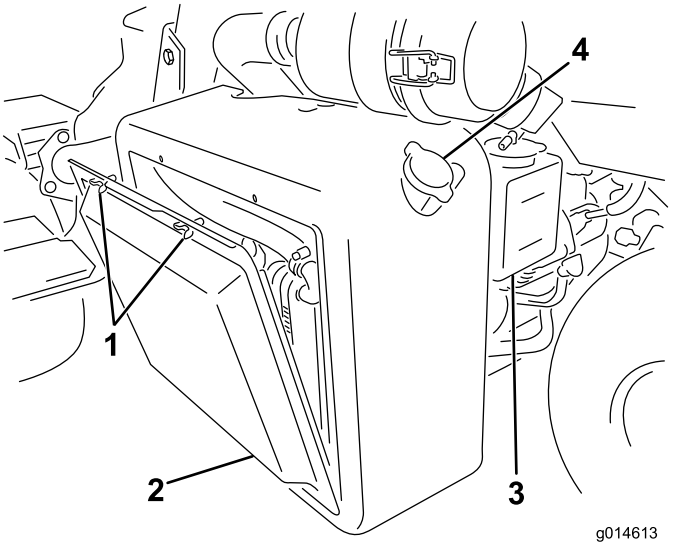

Figur 51
1. Ta bort kylargallret (Figur 51).